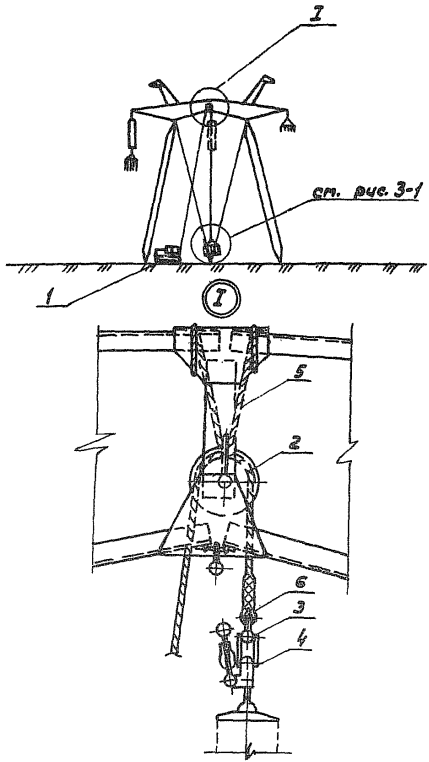

Рис. 3-2. Переукладка проводов средней фазы с опусканием на землю.
2.2.2. Установить на траверсе опоры монтажный верховой блок (для проводов крайних фаз, рис.3-I) и запасовать в него такелажный трос. Для перекладки проводов средней фазы на траверсе с помощью стропа подвесить монтажный блок (рис. 3-2).